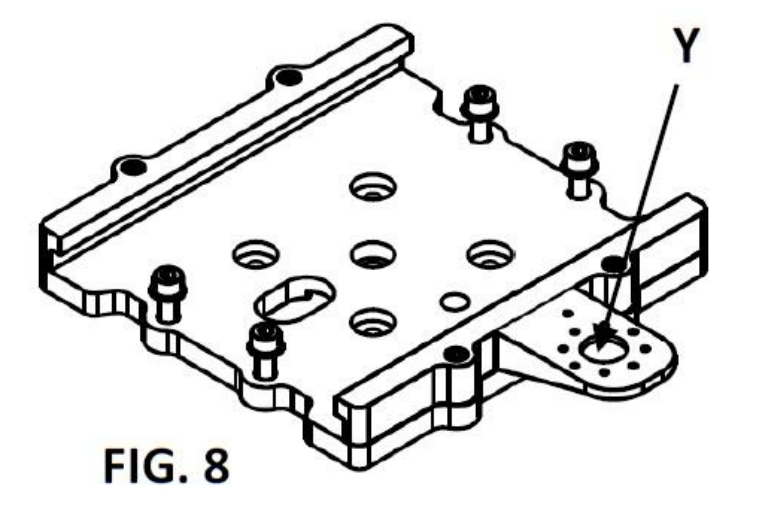

FIG. 8
3. **(FOR HBLIMBJ MODELS ONLY)** Attach the (customer supplied) electrical box on to "Y" on the mounting bracket (Fig. 8) using (2) supplied #8-32 screws. Torque to 9-12 lbs.in. Wire the (customer supplied) receptacle according to installation instructions supplied with it.
3. **(POUR MODÈLES HBLIMBJ SEULEMENT)** Fixer la boîte électrique (fournie par le client) sur le "Y" du support de montage (Fig. 8) avec les (2) vis nº 8-32 incluses. Serrer à un couple de 9-12 lb.po. Câbler la prise (fournie par le client) selon les directives de montage livrées avec cette dernière.
3. (SÓLO PARA MODELOS **HBLIMBJ**) Sujetar la caja eléctrica (Suministrada por el cliente) sobre la "Y" del soporte de montaje (Fig 8), usando los (2) tornillos #8-32 suministrados. Aplica par torsional de 9 a 12 lbs-pulg. Conecte el receptáculo (suministrado por el cliente) de acuerdo a las instrucciones de instalación suministradas.
4	12/20/19 ADDED HBLIMBJ INST. AND FIG. 8. PER DCN# 200107120127. EMD